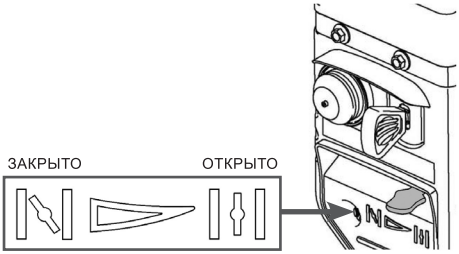

**Рис. 33 Рычаг управления воздушной заслонкой**
6. Закройте воздушную заслонку карбюратора. Для этого переведите рычаг управления воздушной заслонкой в крайнее левое положение (Рис. 33).